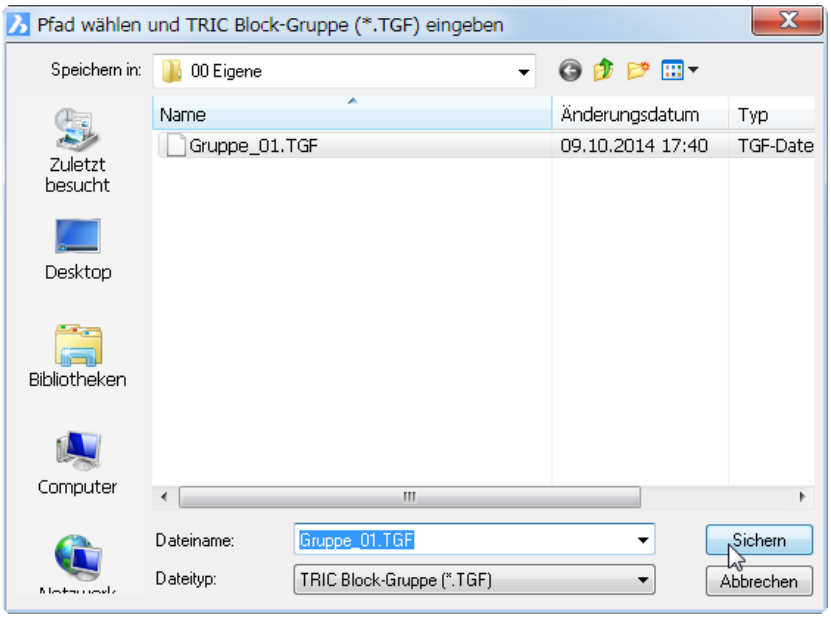

Bild 27.46 – Gruppenarchiv speichern
- Die Archive sind im Stammverzeichnis C:\OPT\TRIC_DB\ARCHIVE untergebracht. Legen Sie hier zunächst ein Verzeichnis für Ihre persönlichen Archive an, etwa \00 EIGENE (Abb. 27.46).